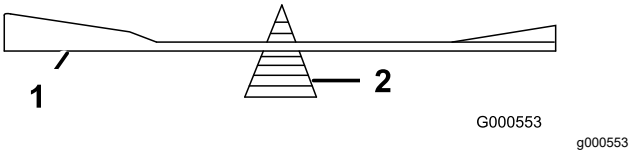

Figure 89
2. Vérifiez l'équilibre de la lame en la plaçant sur un équilibreur (Figure 89).